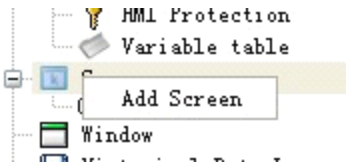

Рисунок 4-1 Опция "Screen"
1. Выберите команду “New Screen” в меню “Screen” или щелкните на панели инструментов или сделайте двойной щелчок на "Screen” в менеджере проектов, а затем щелкните “Add Screen” в контекстном меню. Смотрите рисунок 4-1.